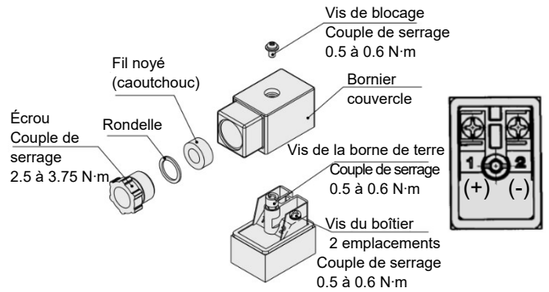

Figure 14. Ensemble boîtier de connexion
- Pour le modèle polarisé, reportez-vous à la polarité de la borne sur la figure 14.